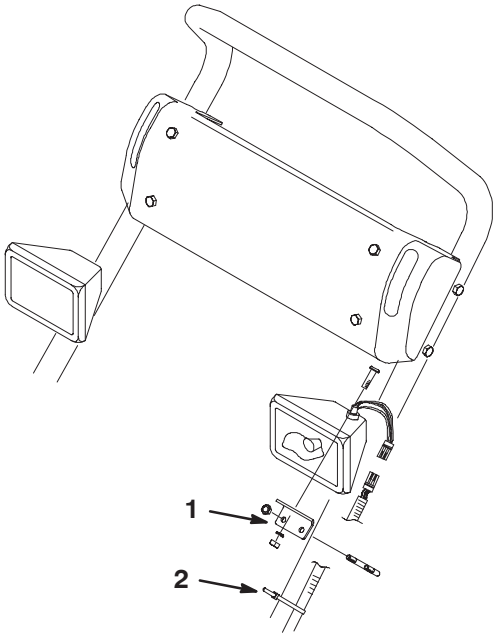

**Figure 1**
**1.** Mount a light bracket on each side of handle with a clamp and two nylon insert locknuts (Fig. 1). Light with On/Off switch to be mounted on right side of handle.